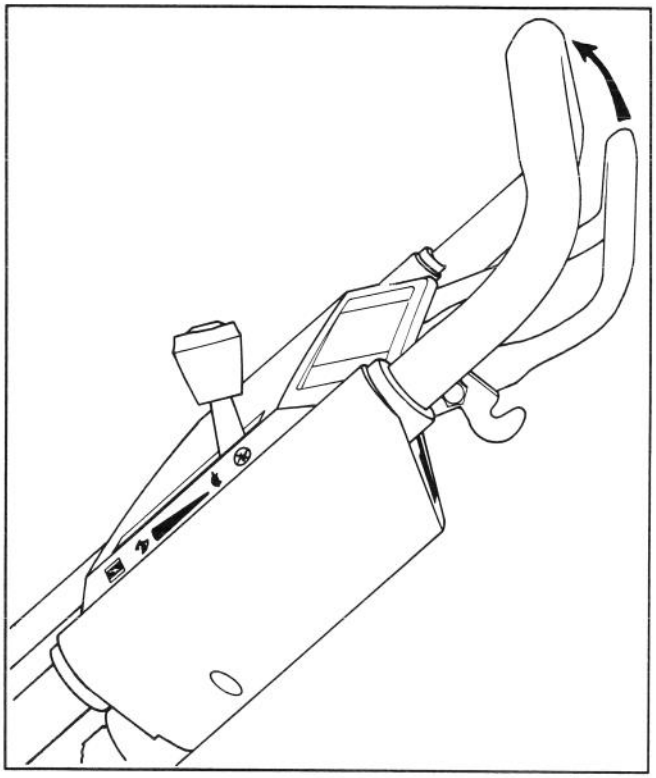

Figure 11
4. WHEEL TRACTION OPERATION (self-propelled model) (Fig. 11)—To self-propel the mower, squeeze the control bar against the handle. To stop the self-propel drive, release the control bar.